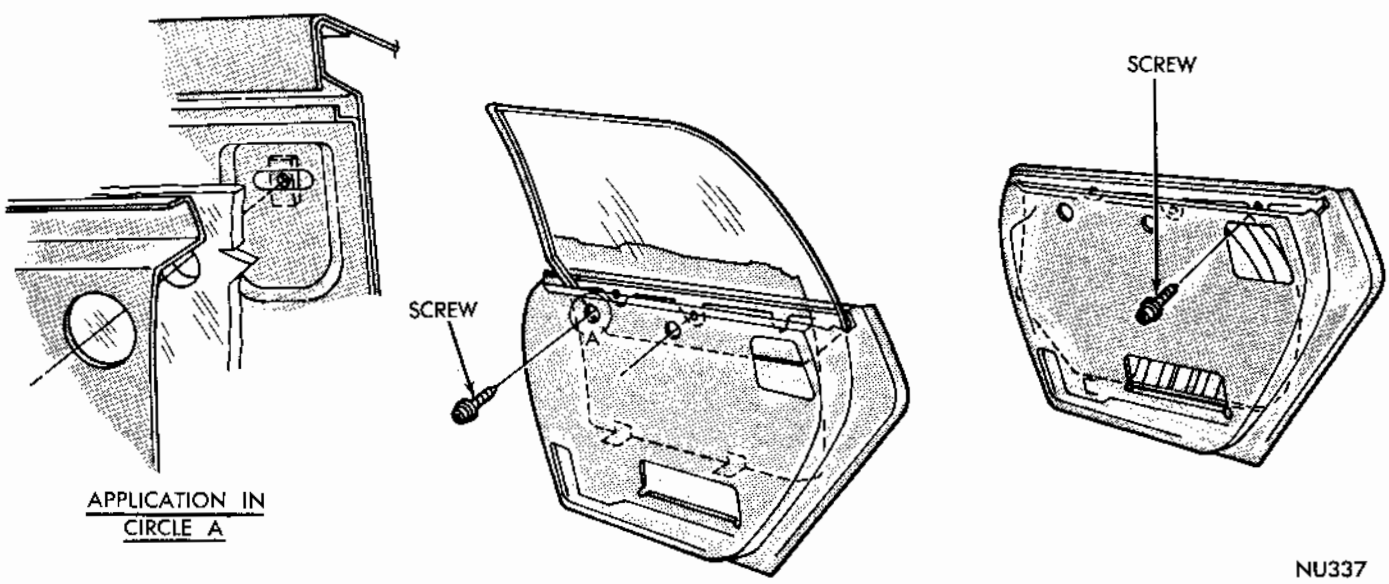
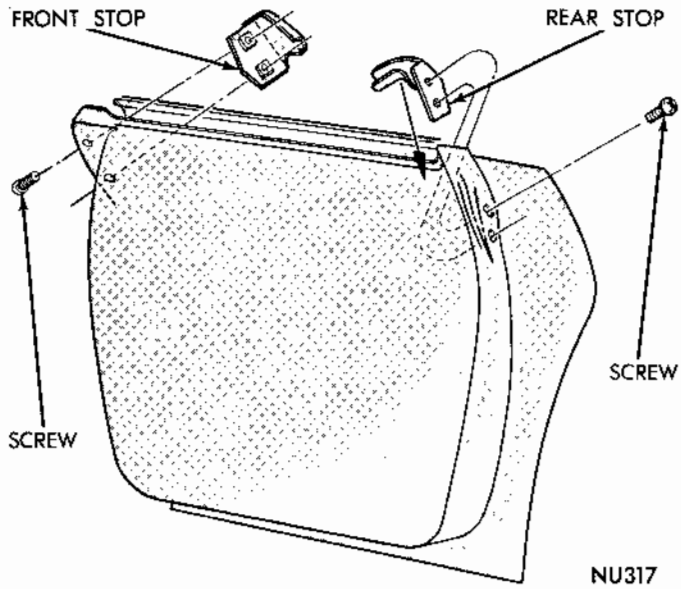

Fig. 26 - Track Panel Upper Attachment
Fig. 27 - Up-Stop Brackets
(1) Remove track panel to door panel upper screws (Fig. 26).
(2) Remove down-stop adjusting bracket to track panel screws.
(3) Remove up-stop adjusting brackets from door panel (Fig. 27).
The rear up-stop (Fig. 27) is attached to slotted areas in the door shut face between the inner and outer panels. The front up-stop (Fig. 27) is attached to slotted areas of the inside panel through the glass opening between inner and quarter panel at upper front corner.